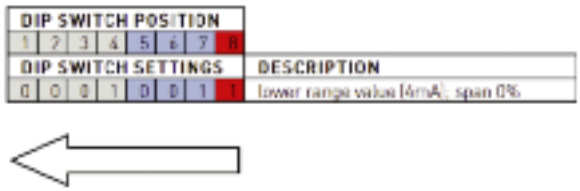

Figure 12: Lower Range Value (4 mA); Span 0%.
- Set the DIP switch positions to the 0/1 sequence in Figure 12 on the left; **(start from position 8 and move towards position 1!)**